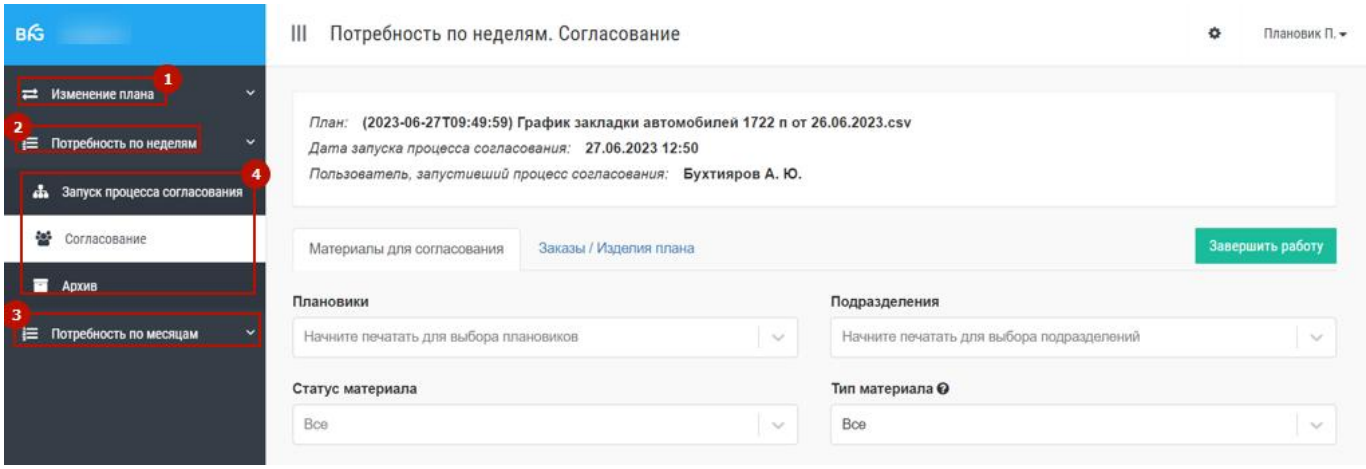

Рис. 89 – Навигация по меню ПС
Меню приложения состоит из трех разделов (пример общего вида меню показан на Рис. 89):
- «Изменение плана» (1 на Рис. 89);
- «Потребность по неделям» - позволяет перейти в интерфейс приложения, отвечающий за согласования 5-ти недельного графика закладки (2 на Рис. 89);
- «Потребность по месяцам» - позволяет перейти в интерфейс приложения, отвечающий за согласования разных версий модельного ряда (плана на 3 ближайших месяца) (3 на Рис. 89).
Каждый раздел в свою очередь состоит из трех пунктов (4 на Рис. 89):